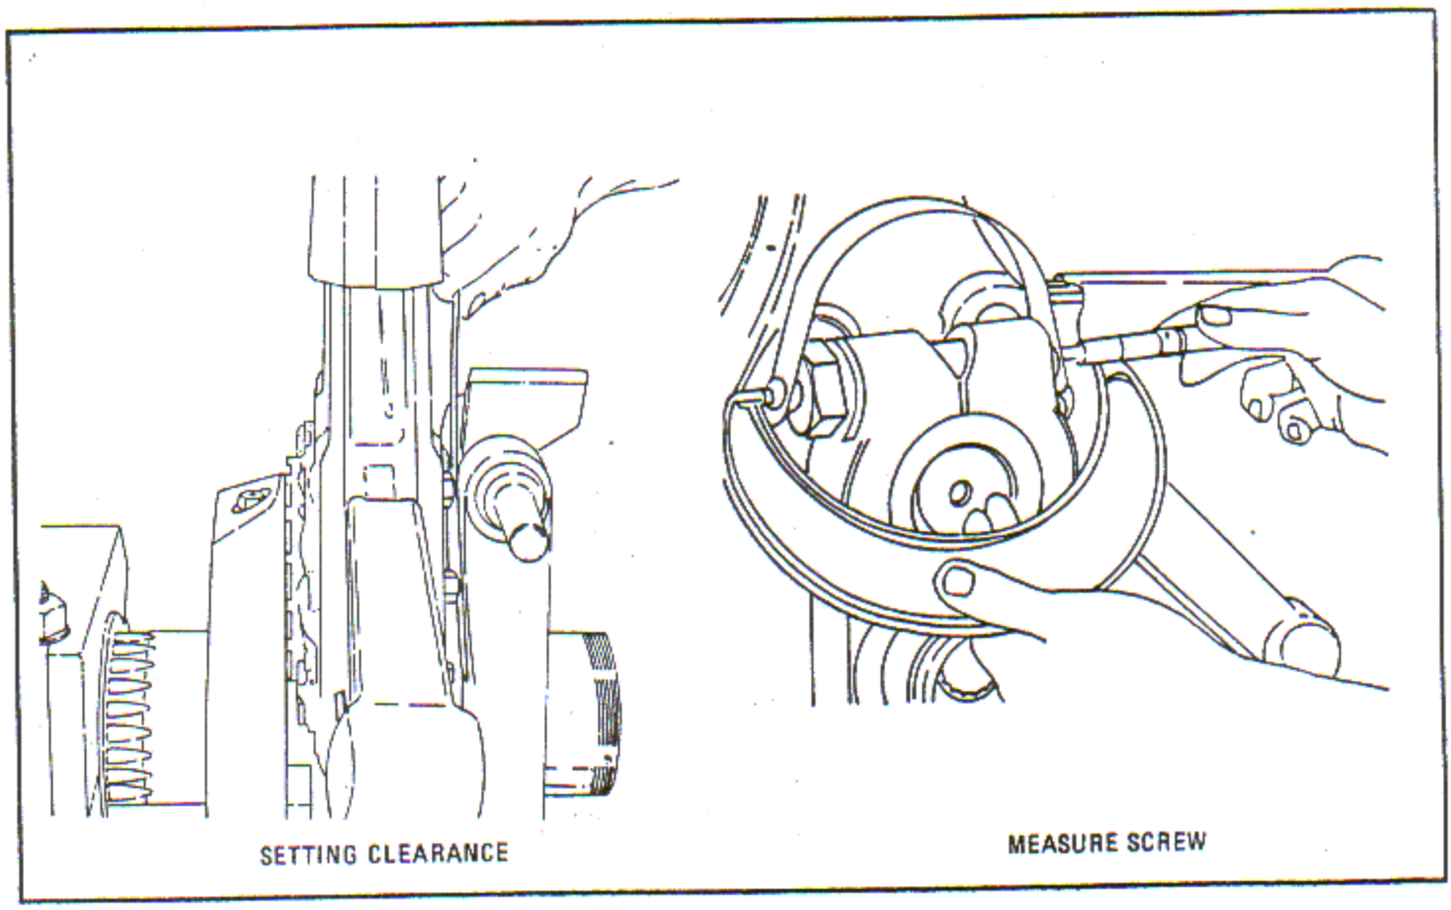

Figure 7-17. Setting Master Rod End Clearance and Measuring Free Length of Crankcheek Screw
j. Hold a 0.030 inch feeler of assembly feeler gage in place beside the master rod and install the crankshaft rear end on the crankpin. See figure 7-17. Locate the rear crankcheek radially so that the sides are parallel with those of the front crankcheek. Remove the plug, stop and screw from rear end.